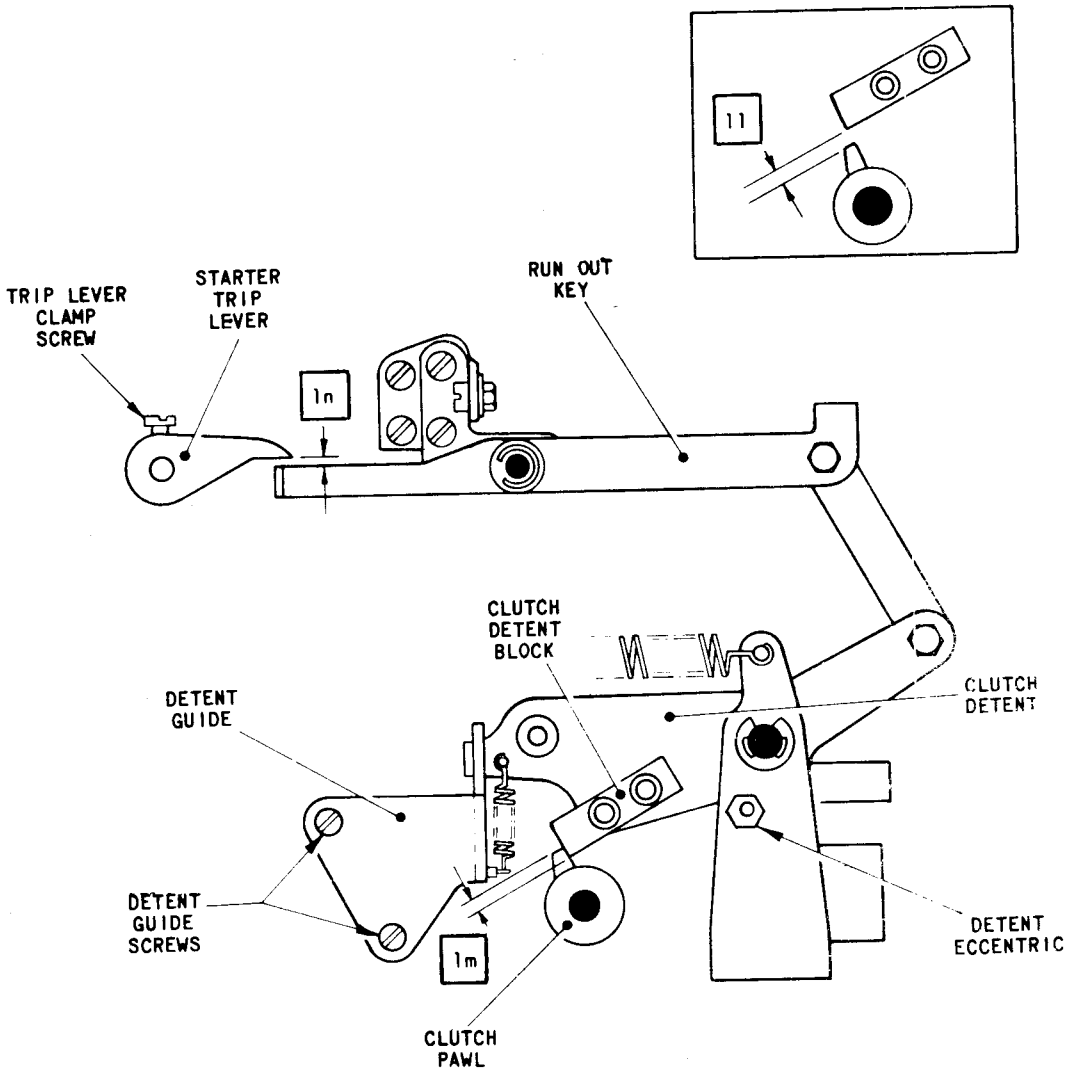

FIG.L.17 RUN OUT TRIP MECHANISM
17.1 With the run out shaft in the rest position, trip the run out clutch by depressing the run out key, Fig.L.17. Check that there is a clearance of ·015 – ·030 in. (dimension 'll' – inset) between the clutch pawl and the block on the clutch detent.
18.1 Check that there is a clearance of more than ·005 in. (dimension 'ln') between the starter trip lever, Fig.L.17, and the tail of the run out key.
18.3 To adjust, slacken the screw clamping the starter trip lever, Fig.L.17, and move the lever round its shaft until the clearances are obtained. Tighten the clamp screw.
19.1 Insert two thicknesses of tape into the perforator. Switch on the motor. Press the top end of the transfer levers, Fig.L.9, to the left to set up an All Mark condition in the punch block. Hold down the run out key, Fig.L.17 until about twelve inches of tape has been produced. Check that a regular series of clean, round holes has been perforated in each tape. Repeat this check using the translator shaft instead of the run out shaft.